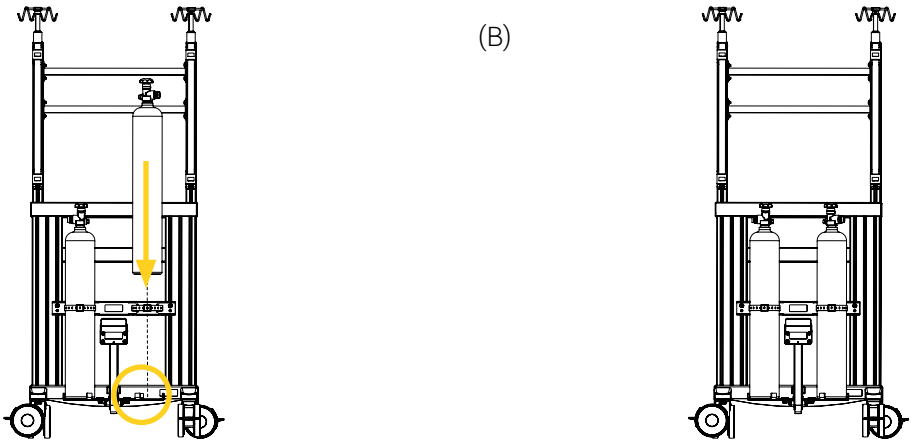

Figure 10 : Installation du cylindre à gaz dans le support
1. Appliquer le système de freinage sur les quatre (4) roulettes double pivotante du chariot.
3. Insérer et positionner le cylindre à gaz sur la plaque inférieur du support (Figure 10).